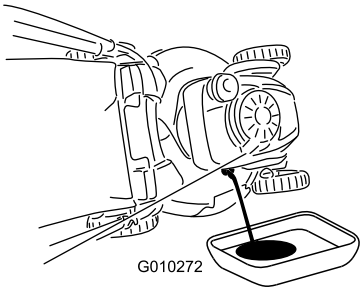

Figuur 40
7. Kantel de machine op zijn kant met de vulbuis omlaag om de gebruikte olie langs de vulbuis te laten uitlopen in een bak (Figuur 40).